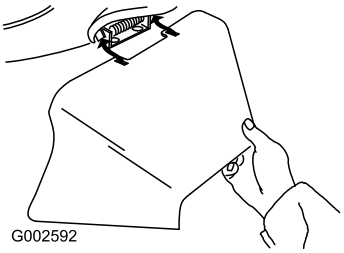

Figuur 22
3. Monteer de zijafvoer en sluit het deurtje op de tunnel (Figuur 22).